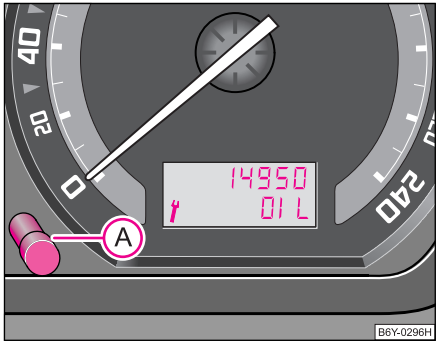

Fig. 4 Indicatorul intervalelor de service QG0
La data scadentă, pe display-ul contorului pentru km. zilnici ⇒ fig. 4 apare simbolul unei chei fixe şi una din următoarele indicaţii:
Resetarea indicatorului intervalelor de service se poate realiza de la butonul de resetare (A) ⇒ pagina 16, fig. 4 astfel:
Apăsați butonul de resetare (A) ⇒ pagina 16, fig. 4 cu contactul motor luat şi mențineți-l apăsat.